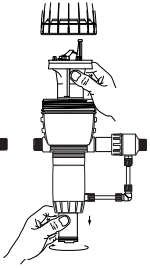

Abb. 21
- Glocke wieder aufsetzen, dabei darauf achten, dass ihre Dichtung nicht beschädigt wird. Per Hand gut festziehen (Abb. 21).